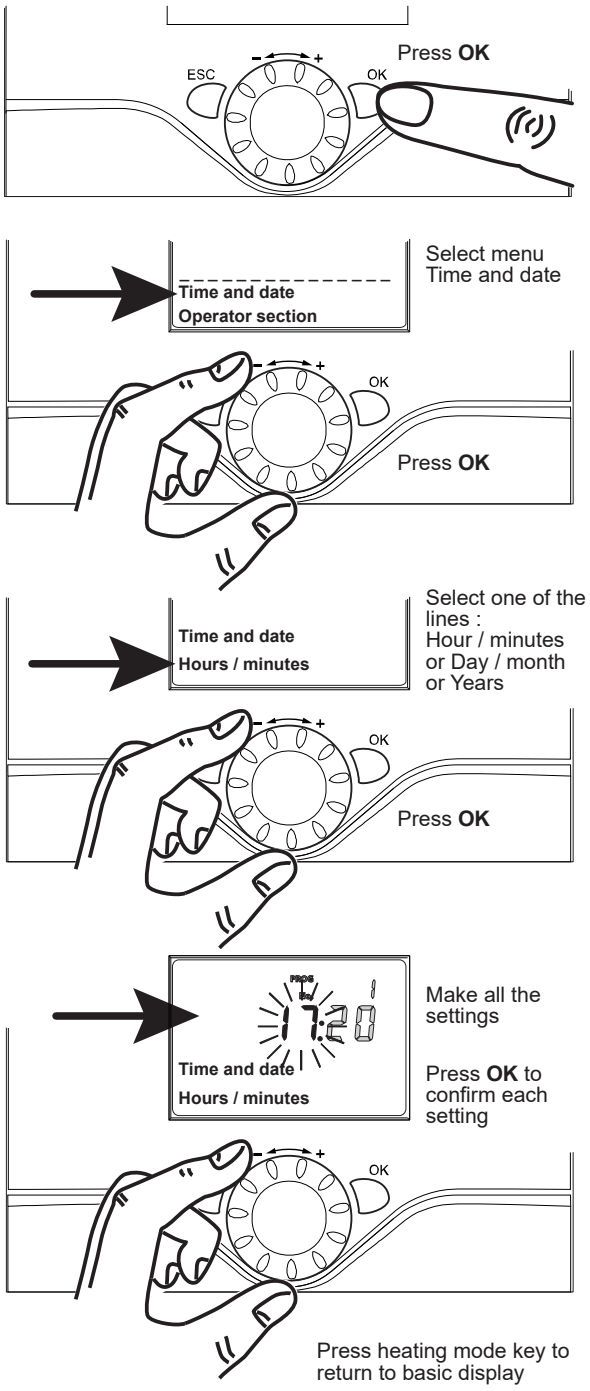

fig. 5 - Setting the time and the date
- Adjust the date and time if necessary (fig. 5).